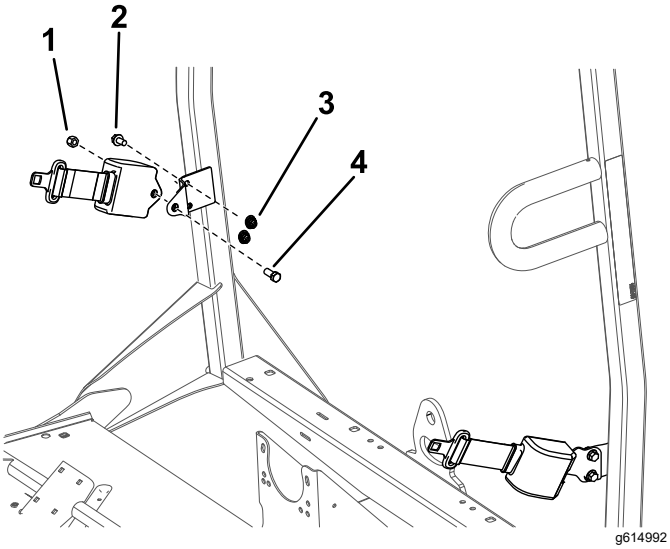

Figura 7
1. Monte un soporte de anclaje de cinturón de seguridad en el exterior de cada pestaña del ROPS con 2 pernos (⅜") y 2 tuercas (⅜") (consulte la Figura 7).
2. Monte el extremo retraíble de cada cinturón de seguridad en cada soporte de anclaje con un perno (7/16") y una tuerca (7/16") (Figura 7).